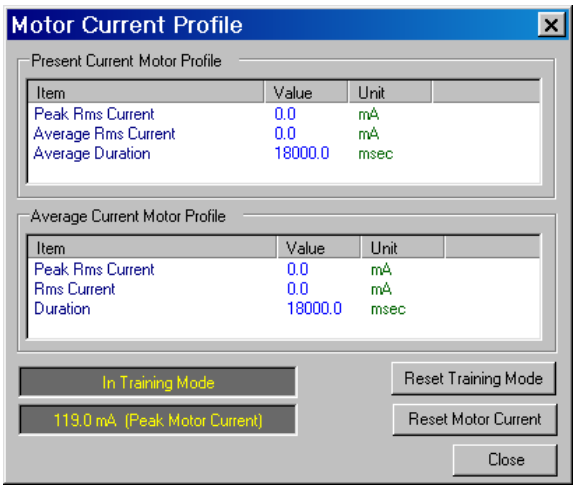

Figure 2-39 Motor Current Profile Dialog Screen
2. Select **Monitor/Motor Current Profile** from the TapTalk toolbar. TapTalk will display a "Motor Current Profile" dialog screen (Figure 2-39).
7. Select **OK**. TapTalk will return to the Motor Current Profile dialog screen (Figure 2-39).